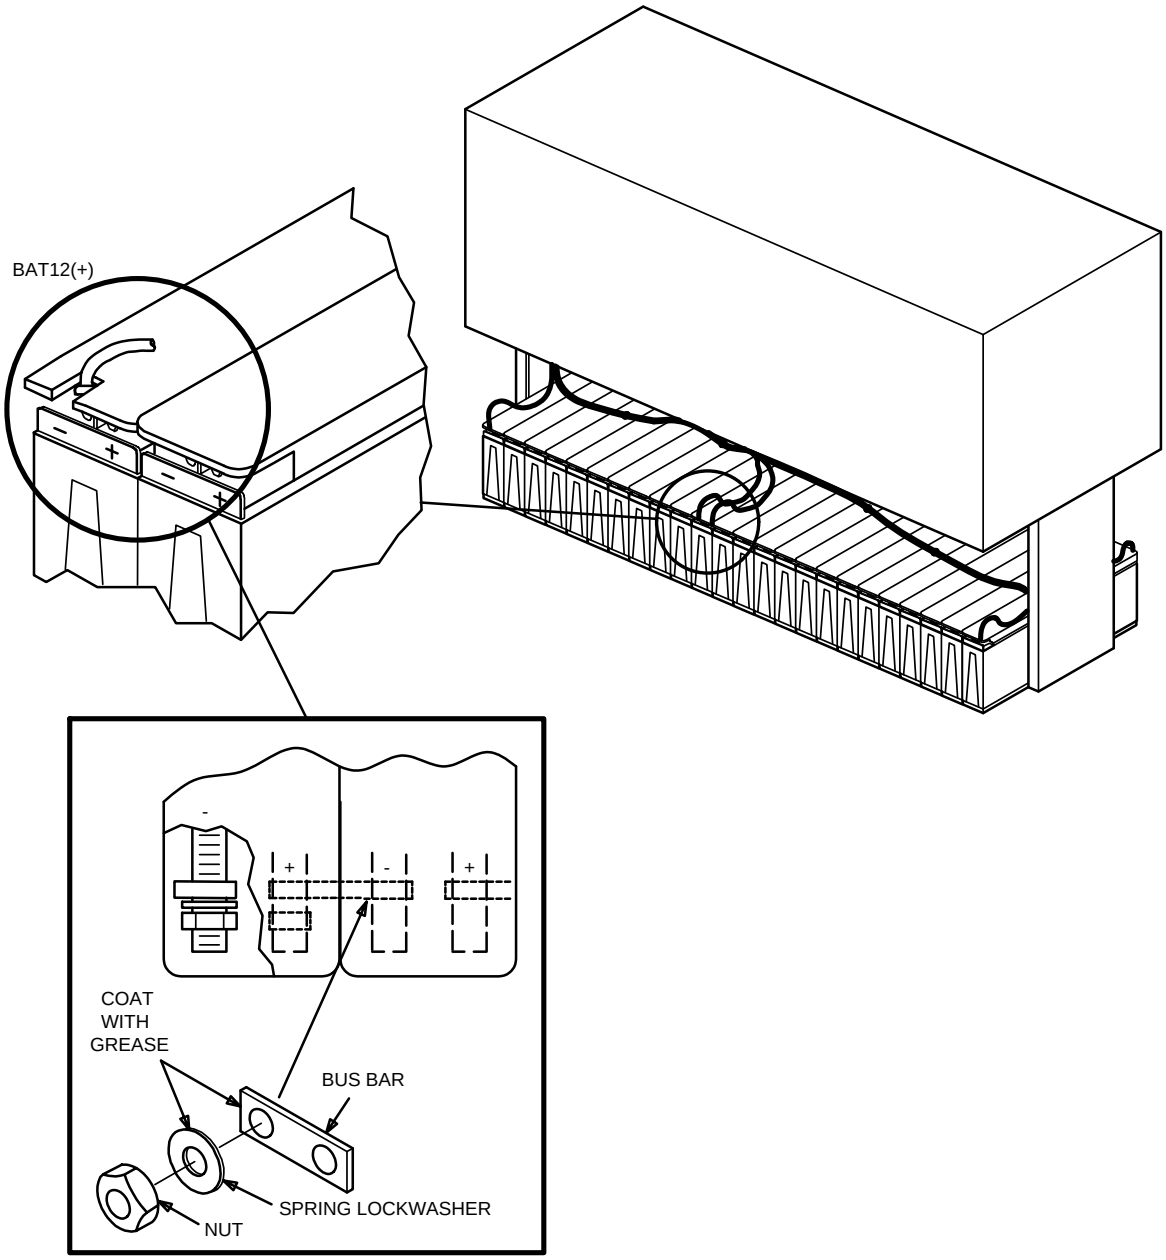

**Figure 2 – Battery String Connections for Lineage 2000 VR Series Batteries**
**SUMMARY:** Unpack and visually inspect the batteries for damage. Measure the voltage of each battery. Requirement: 4.20 V DC or higher. Place batteries in the battery compartment (Figure 1). Coat inter-battery bus bars with NO-OXid grease. Connect the batteries together with the bus bar as shown in Figure 2. Connect battery string cable to batteries 1 and 12. Check the battery string voltage, note polarity and voltage (Requirement: minimum 50.4 V DC). Connect cable from control & distribution panel to battery string cable. Repeat for each battery string to be installed.
10. Coat inter-battery bus bars with NO-OXid grease and install on the batteries as shown in Figure 2. Install 1/4 inch lock washer and nut on battery post. Using insulated torque wrench with the socket, tighten nut to 55 in-lbs torque. Repeat for each battery post until all 12 batteries are connected together.
11. Cut a notch in the cover of the battery No. 1 (above "–" battery post) and battery No. 12 (above "**+**" battery post) (see Figure 2). This is required to install the battery string cable.
12. Connect the battery string cable to battery No. 1 by terminating the lug marked **BAT 1 (–)** to the "–" (negative) battery post of the first battery in the string (Figure 2). Connect the battery string cable to battery No. 12 by terminating the lug marked **BAT 12 (+)** to the "**+**" (positive) battery post of the 12th battery as shown in Figure 2. Install the lock washer and nut on the battery posts. Use insulated torque wrench to tighten the nuts to 55 in-lbs torque.